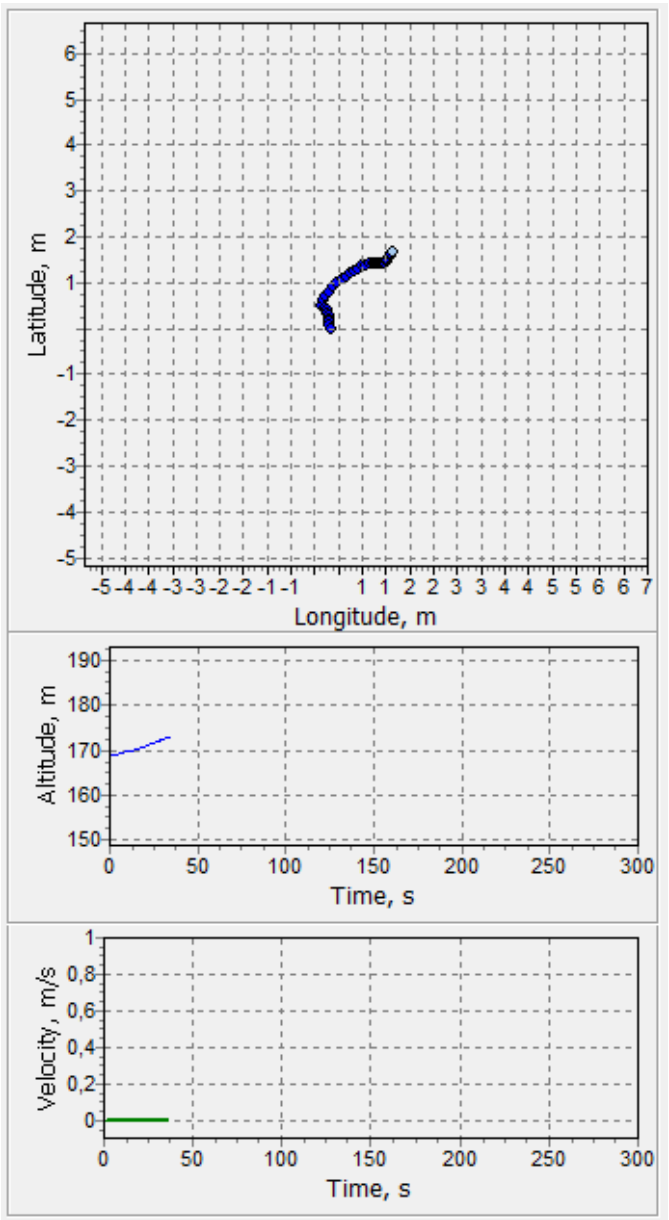

Figure 14: Diagrams panel
4. Diagrams panel: Latitude/Longitude, Altitude, Ground speed (Figure 14).